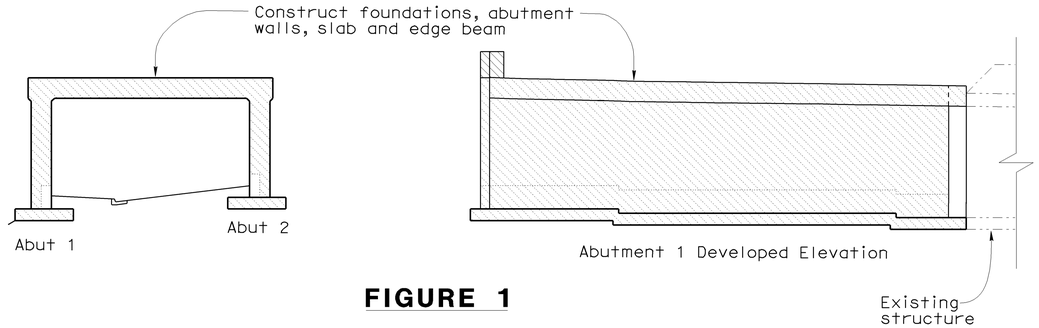

FIGURE 1
2. Construct foundations, abutment walls, deck and edge beam (Figure 1)